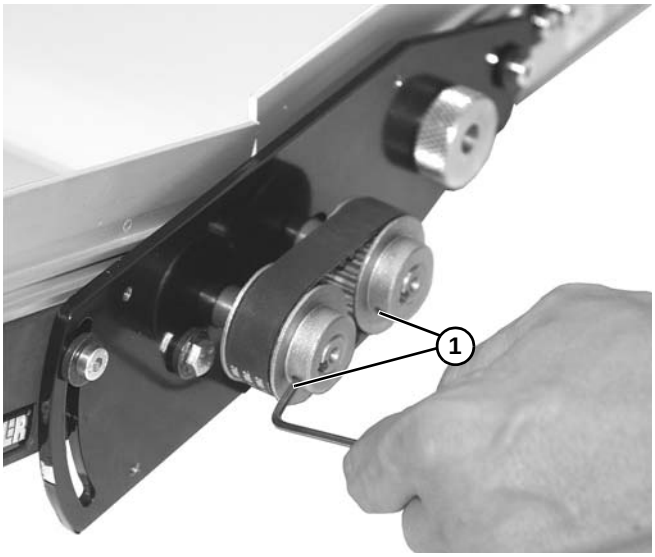

Figure 77
2. Desserrer les vis de fixation **(Figure 77, élément 1)** des poulies.